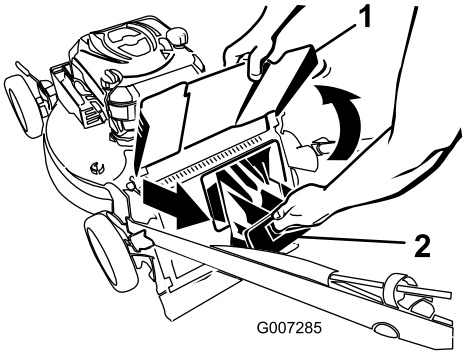

Figur 21
2. Lyft upp den bakre utkastarskärmen och håll den upplyft (Figur 21).
3. Dra ut den bakre utkastarpluggen (Figur 21).